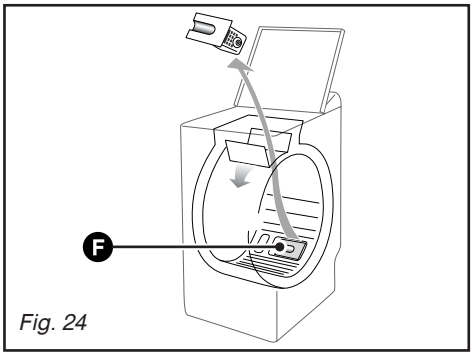

Fig. 24
– tournez légèrement le tambour, portillons ouverts, vers l'avant de la machine *(Fig. 24).*
– retirez-le de son logement *(Fig. 24)*